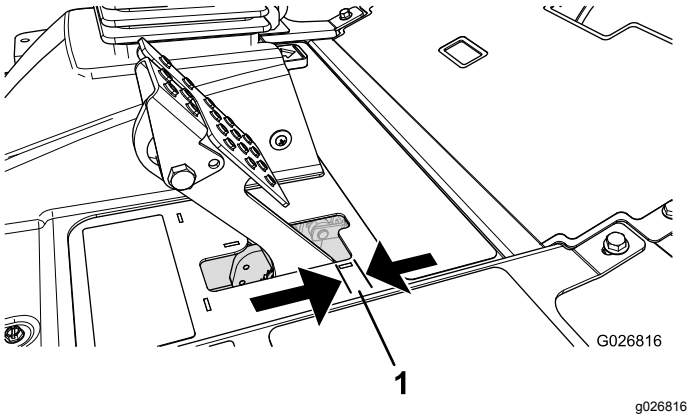

**Figur 97**
Justera bromsarna om bromspedalen har mer än 2,5 cm fritt spel eller om större fasthållningskraft krävs (Figur 97). Det fria spelet är det avstånd bromspedalen förflyttar sig innan bromsmotståndet känns av.
2. Dra åt den bakre muttern så att kabeln förs bakåt tills bromspedalerna har ett spel på 0,63–1,27 cm innan hjulen låses (Figur 97).